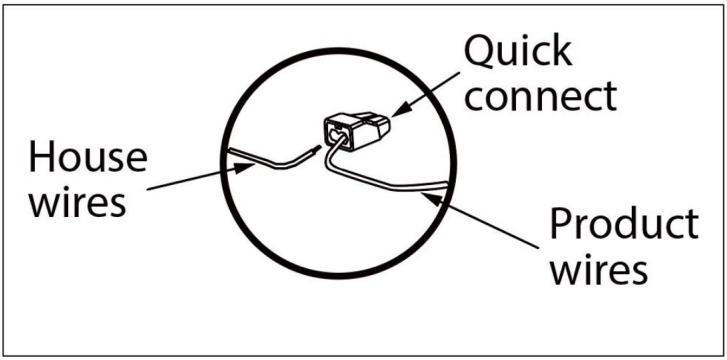

Figuur 1.
3. **Controleer of het gestripte uiteinde van de draden volledig in de achterkant van de connector is gestoken (zie figuur 1).**